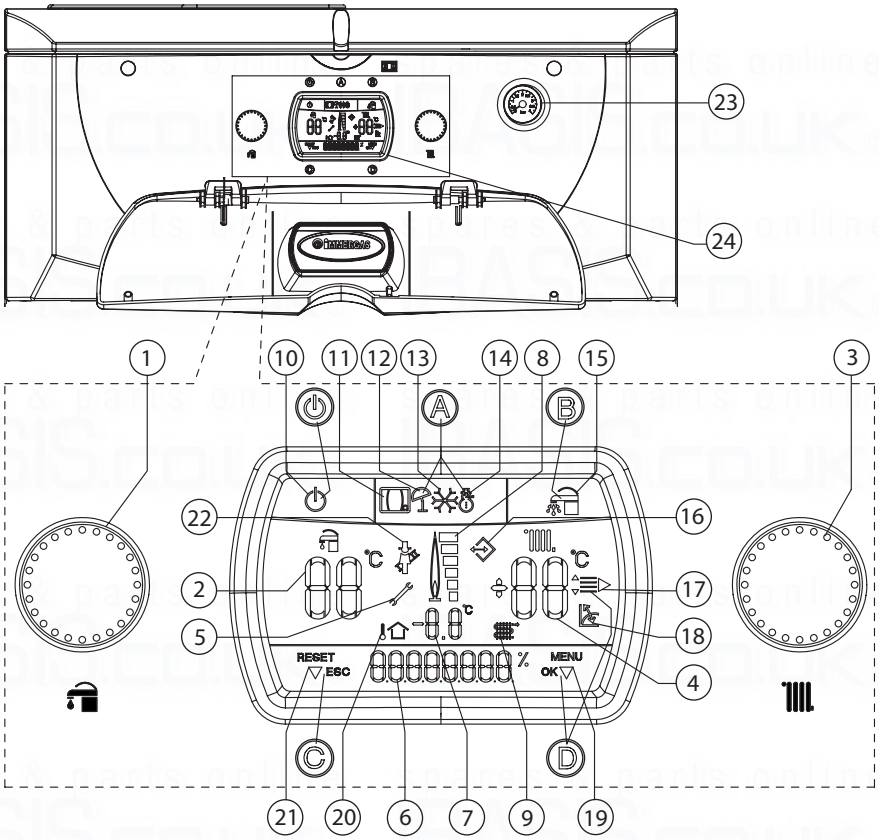

Fig. 2-1
Below is a list of boiler operating modes that appear on the status display (item 6 in Fig. 2-1) together with a brief description.
SET	During rotation of the domestic hot water temperature selector switch (item 1 Fig. 2-1) the adjustment status of the domestic hot water temperature is displayed.
SET	During rotation of the central heating selector switch (item 3 Fig. 2-1) the adjustment status of the boiler flow temperature for central heating is displayed.
Refer to Fig. 2-1.
- **Domestic hot water priority function** By pressing button 'B' the DHW priority function is deactivated, which is marked by the switch-off of the symbol (item 15 in Fig. 2-1) on the display. The disabled function keeps the water contained in the storage tank at a temperature of 20°C for 1 hour, giving the priority to central heating.
Note: The boiler may start-up automatically if the anti-freeze mode is activated, (item 13 Fig. 2-1). Also, the boiler can operate for a brief period of time after a demand for domestic hot water in order to return the domestic hot water store back to temperature.
The Alpha InTec boiler signals any faults by the flashing symbol (item 5 in Fig. 2-1) along with 'ERRxx' on the staus display (item 6). Where 'xx' corresponds to the error code described in the following table.
Insufficient system pressure. Low water pressure inside the central heating system is detected and prevents the boiler operating. Check the boiler pressure gauge (item 1, Fig. 2-1) is between 1 and 1.2 bar. Restore to the correct pressure if necessary and check for leaks.